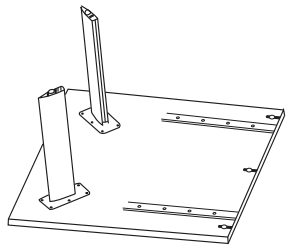

Figure 3
7. As shown in Figure 3, invert and position the bases onto the underside of the outer table sections and align the metal base plates with the inserts in the underside of the top. To fasten bases to the top, insert the 3/4" bolts (A) through the plate on the base and into the inserts. Start threading the bolts by hand to prevent cross-threading. Tighten with allen key or power driver.